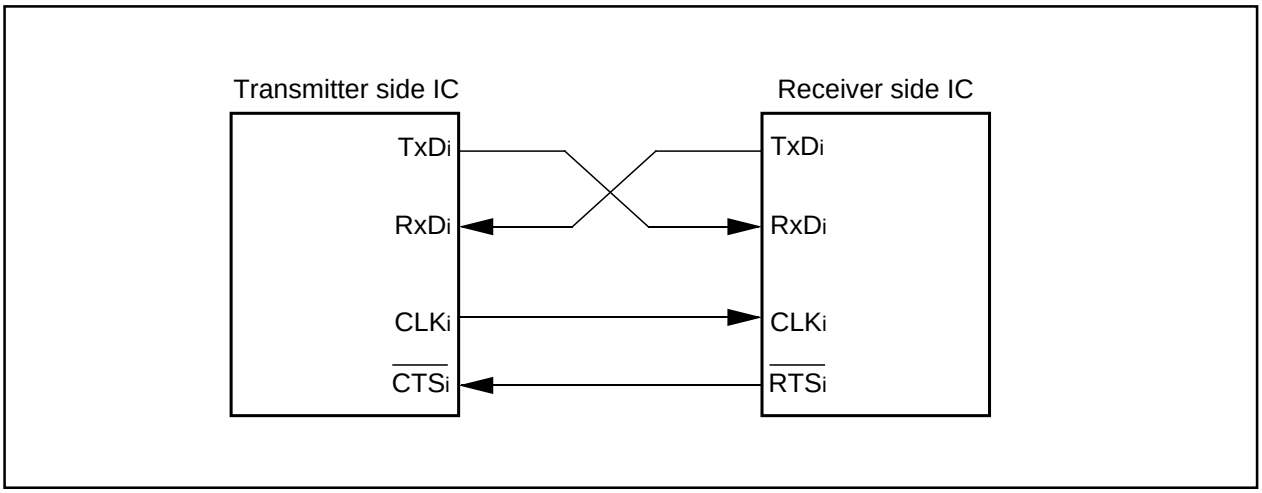

Figure 2.4.16. Example of wiring
(1) With an external clock selected, and choosing the $\overline{RTS}$ function, the output level of the $\overline{RTSi}$ pin goes to “L” when the data-receivable status becomes ready, which informs the transmission side that the reception has become ready. The output level of the $\overline{RTSi}$ pin goes to “H” when reception starts. So if the $\overline{RTSi}$ pin is connected to the $\overline{CTSi}$ pin on the transmission side, the circuit can transmission and reception data with consistent timing. With the internal clock, the $\overline{RTS}$ function has no effect. Figure 2.4.16 shows an example of wiring.